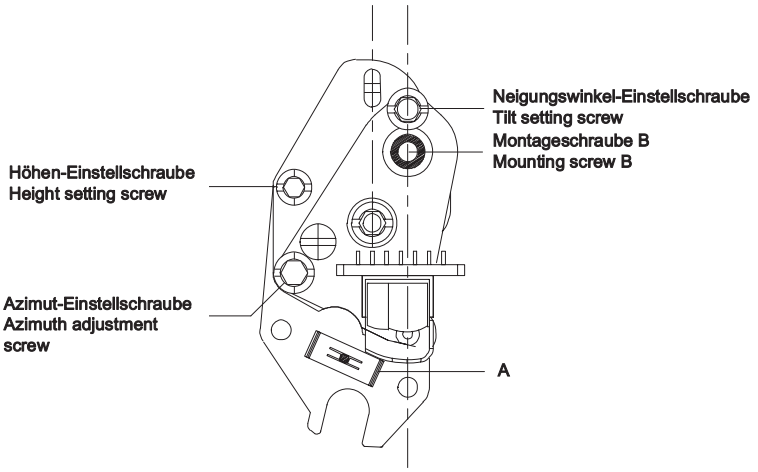

Fig. 14
– Befestigungsfeder "A" (Fig. 14) und den Stecker abziehen.
– Remove fixing spring "A" (Fig. 14) and unplug the connector.